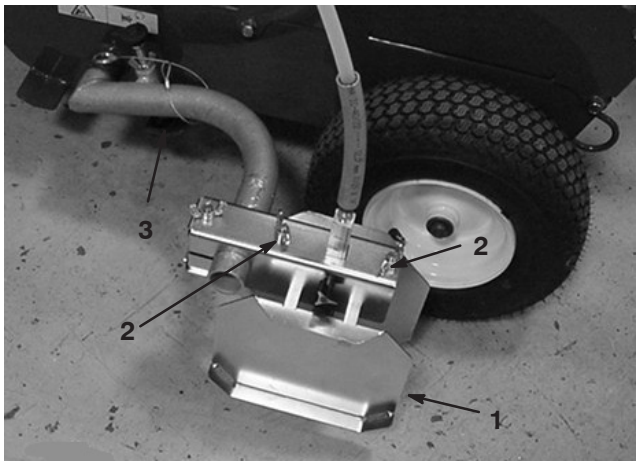

Figure 21
1. Loosen the wing nuts securing the spray shields to the the boom arm (Fig. 21).
2. Move the shields (Fig. 21) in or out until the desired line width is attained. Make sure each shield is equal distance from the spray nozzle.